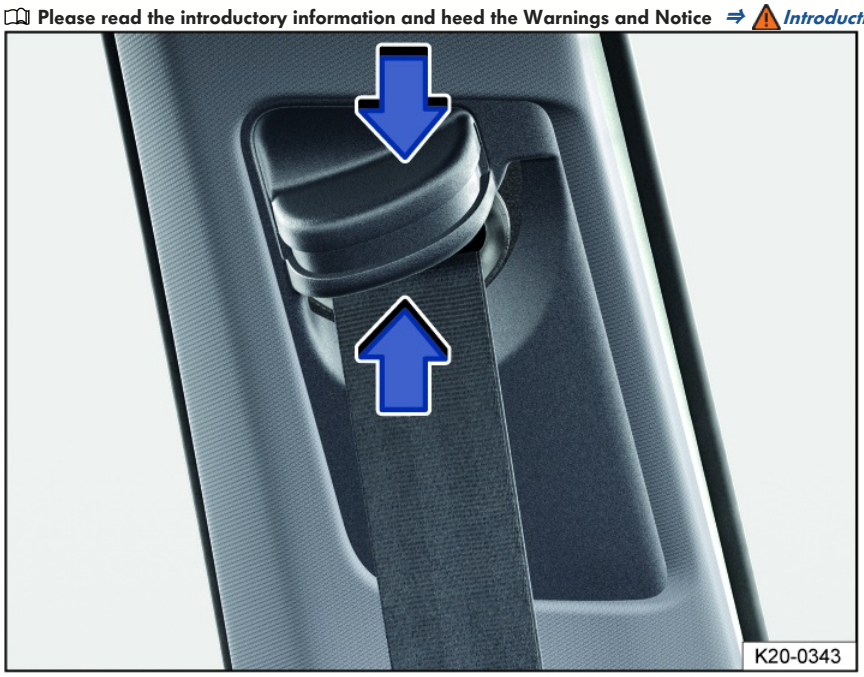

Fig. 25 Next to the front seats: safety belt height adjuster.
1. Push down and hold the safety belt height adjustment button in the direction of the arrows *fig. 25*.